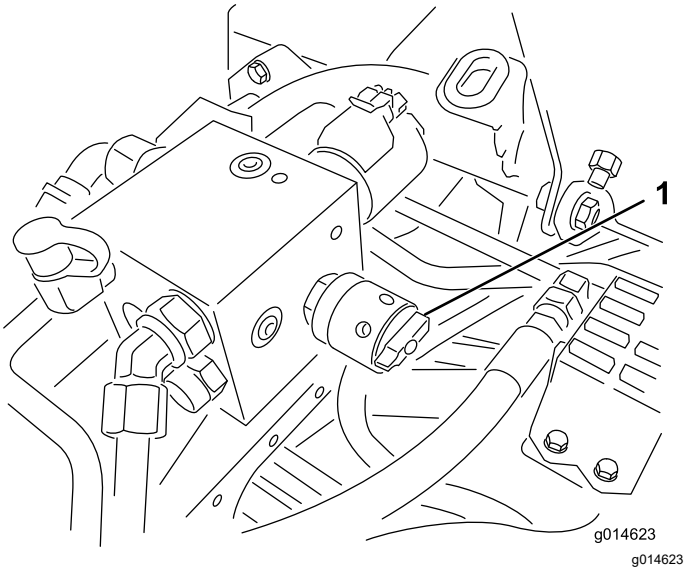

**Figuur 54**
6. Draai de toerentalregeling van de messenkooien op instelling 1 (Figuur 54).
4. Stel het toerental van de messenkooi in door de knop te draaien (Figuur 54) tot de pijlen van de wijzer het nummer aanwijzen dat u bepaald hebt in stap 3.